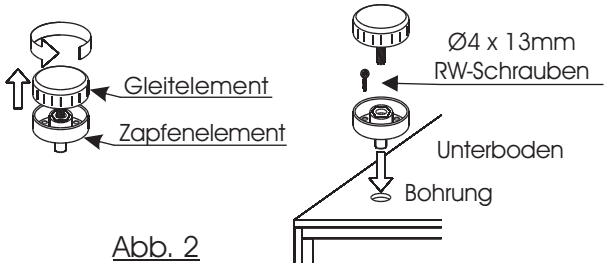

Abb. 2
Hier wird die Polsterplatte leicht nach vorne verschoben. Stecken Sie hierfür die Ø8x18mm Holzdübel in die inneren Bohrungen der Bankklappe. (Abb. 2 / 2B)
6. Stecken Sie die Polsterplatten auf die Dübel und verschrauben von innen die Bankklappe mit der Polsterplatte. Verwenden Sie hierzu die Ø4x25mm RW-Schrauben. (Abb. 2 / 3)
3. Drehen Sie den Sockelgleiter auseinander. (Abb. 2) und stecken das Zapfenteil in die entsprechenden Bohrungen des Unterbodens. Sichern Sie den Gleiter mit je einer Ø4x17mm RW-Schraube. Anschließend wird das Gleitelement wieder aufgeschraubt. (Abb. 3)